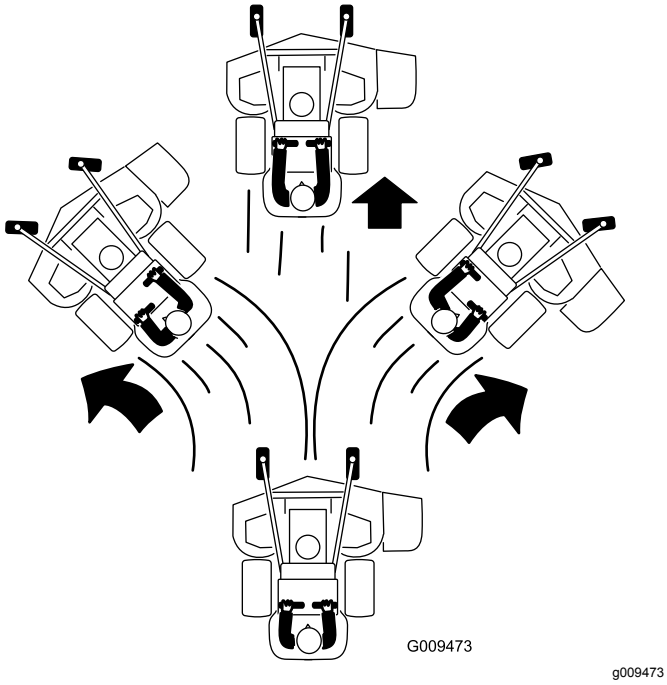

**Figuur 22**
4. Beweeg de rijhendels langzaam naar voren (Figuur 22).